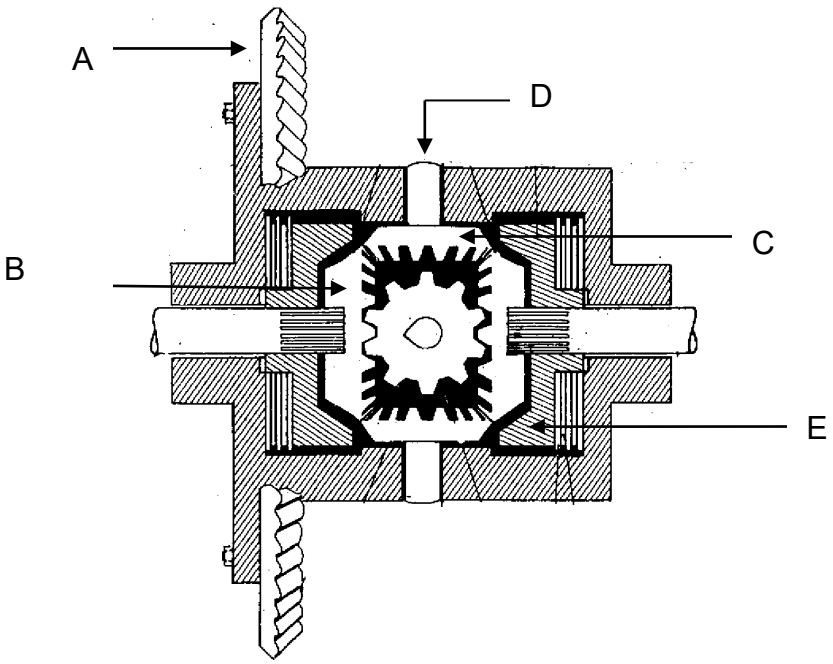

FIGUUR 2
3.2 Op FIGUUR 2 word 'n deursneeaansig van 'n ewenaar met beperkte gly getoon.